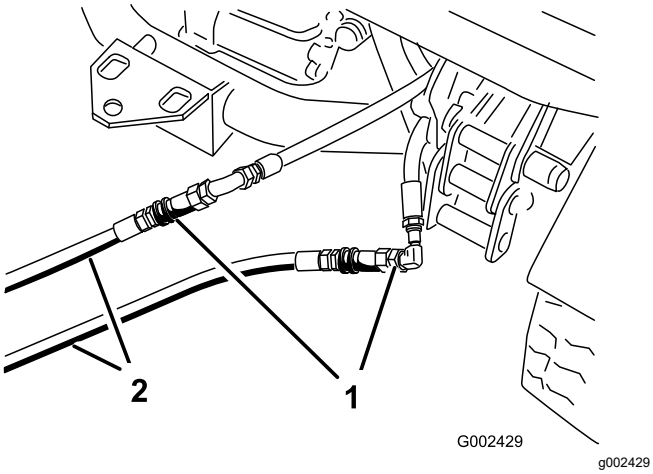

Figur 72
3. På den maskine, der ikke fungerer: Forbind de to startslanger med slangerne, der blev frakoblet (Figur 72).